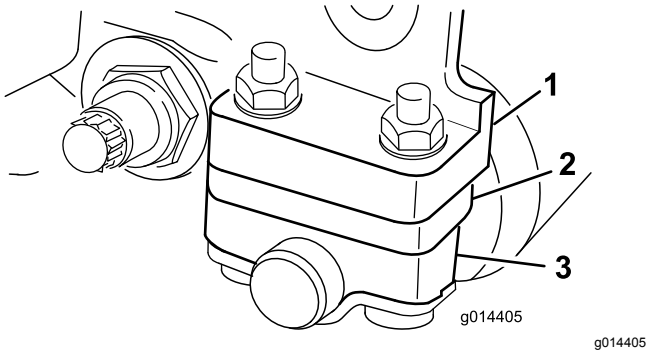

Figur 12
Avhengig av ønsket høyde på klippeområdet må du justere de bakre valsebrakettene (Figur 11 eller Figur 12) til lav eller høy posisjon:
- Plasser avstandsstykket under sideplatens monteringsflens når innstillingen av klippehøyden varierer fra 3 mm til 25 mm, som vist i Figur 12.
4. Plasser avstandsstykkene på skruene over eller under valsebrakettene, som påkrevd (Figur 11 eller Figur 12).